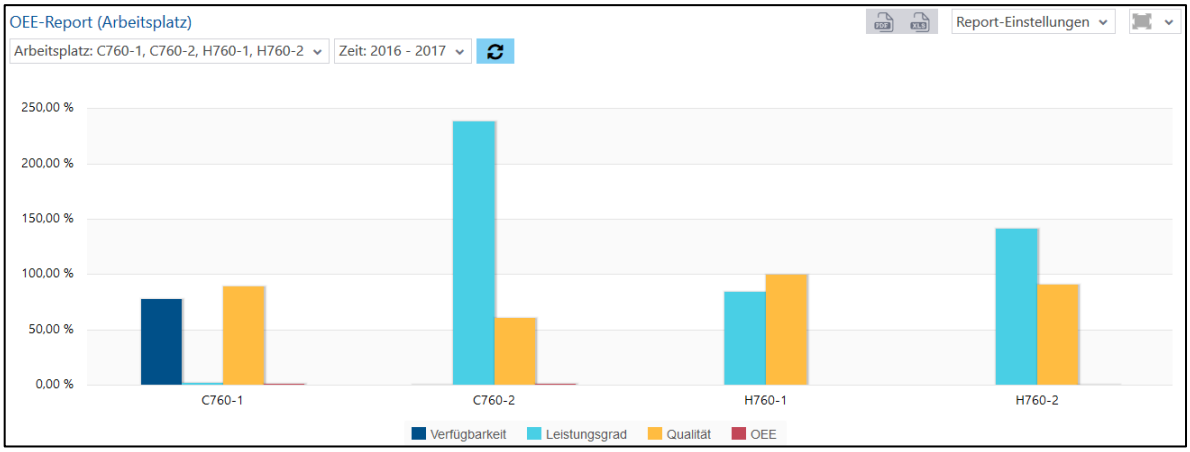

**Bild 45: OEE-Report (Arbeitsplatz) als Säulendiagramm**
- OEE-Report (Arbeitsplatz) als Säulendiagramm (Bild 45):